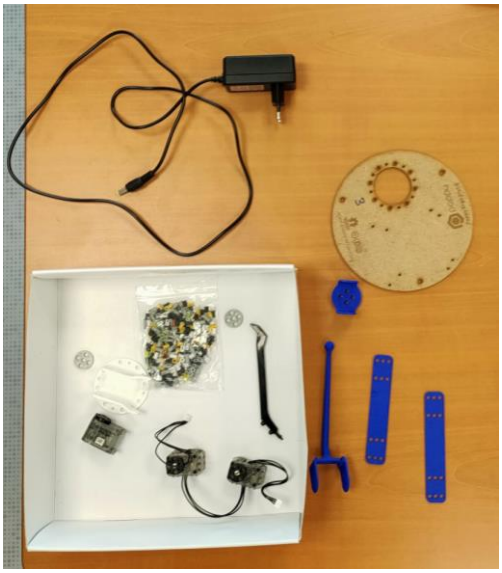

Figure 1 : Une plaque, une alimentation, pièces du robot faites à l'imprimante 3D, 3 moteurs, 3 câbles, deux cales, des rivets et un outil pour dériveter.
1) Un kit se compose de plusieurs éléments (voir Figure 1).